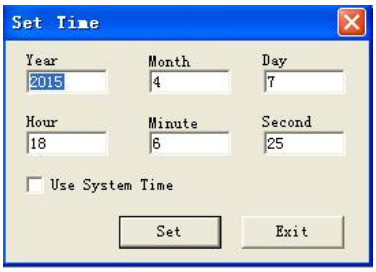

Fig. 7.10.12 Modify Time Interface
c. Clink option "Tools->transfer->Set time" with left button of the mouse, or clink " under toolbar, dialog box appears shown as Fig. 7.10.12.